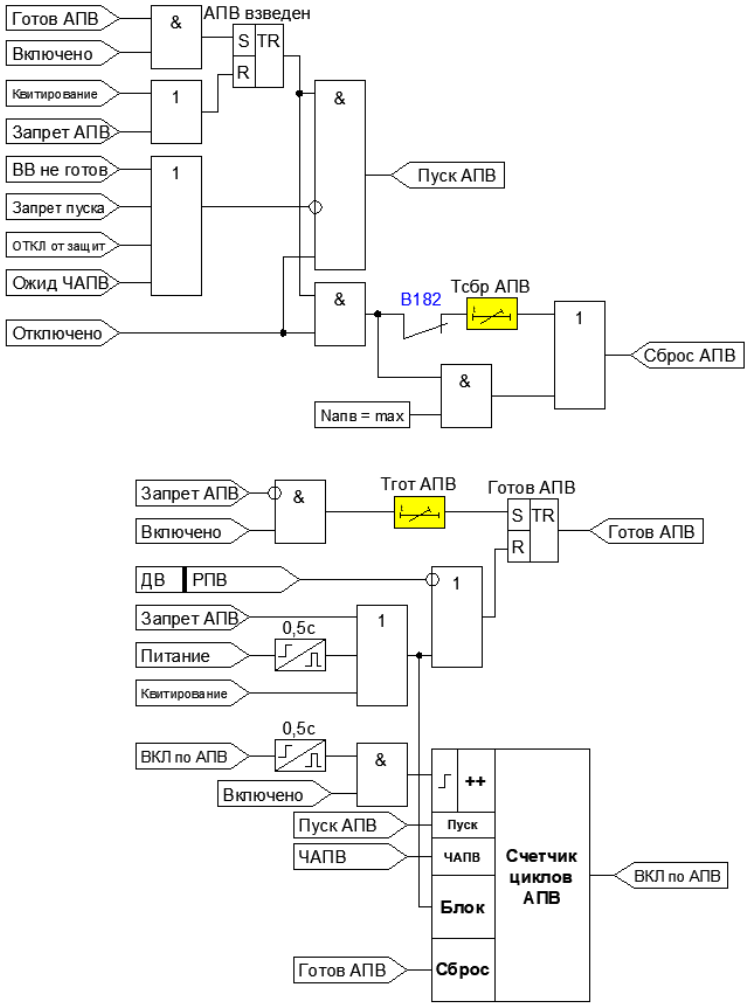

Рисунок 4.2.3 – Функциональная схема АПВ
- после включения ВВ набрана выдержка времени готовности, появился сигнал готовности и выключатель продолжает оставаться включенным (Рисунок 4.2.3);
Для работы автоматики повторного включения после АЧР (частотное АПВ, рисунок 4.2.3) необходимо ввести соответствующие настройки АПВ и разрешить работу АПВ после АЧР (ключ **«В195»**).